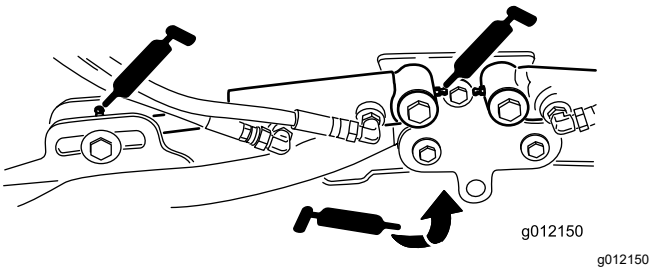

Figuur 74
- Cilinders van hefarm van maaidek (2 elk) (Figuur 74)
- Draaipunten van hefarm (1 elk) (Figuur 74)